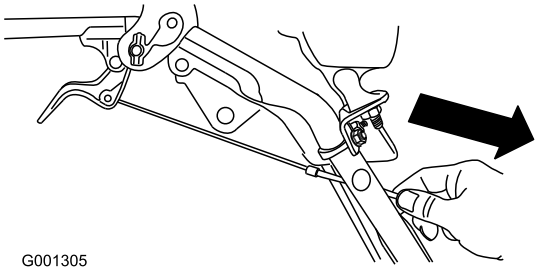

Figura 8
4. Abbassate con catela la guaina del cavo finché la leva della frizione ruota non si abbassa eliminando l'imbando dal cavo, quindi serrate a fondo il dado del serrafilo del cavo (Figura 8).